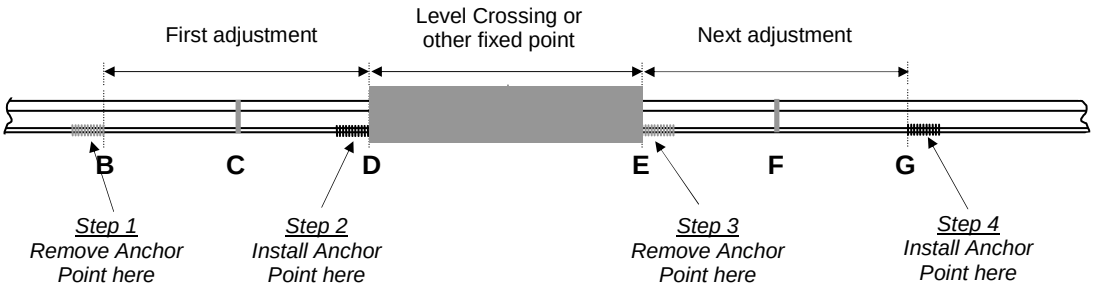

Figure 18 - Installing CWR near Level Crossngs
When adjusting adjacent to Level Crossings, for example between B and D in Figure 18 establish the anchor point at the opposite end of the level crossing (E). This will ensure that rail is adjusted right to the fixed point. Before commencing adjustment on the opposite end of the level crossing, (EG) install a new anchor point at D then remove the old anchor point.